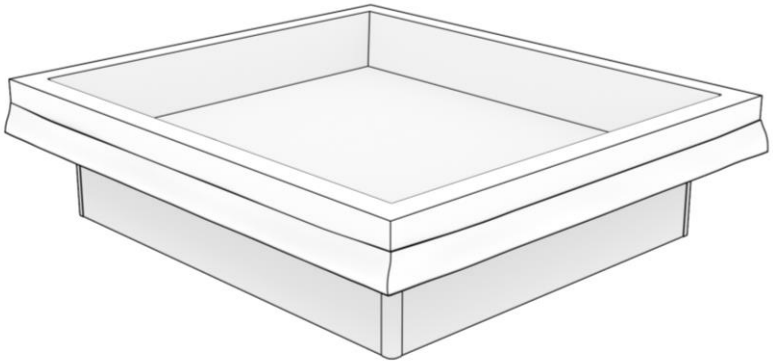

Abbildung 13: Installieren der Sicherheitsfolie über den Schaumrand.
Schritt 12. Legen Sie die Schutzfolie wie in Abbildung 13 dargestellt über den Schaumrand, wobei die glatte Seite mit Klettverschluss unten und die raue Seite oben liegt. Ziehen Sie die Sicherheitsfolie über den Schaumrand, wobei Sie zuerst die Ecken und dann die Seiten von der Mitte jeder Seite aus ziehen.